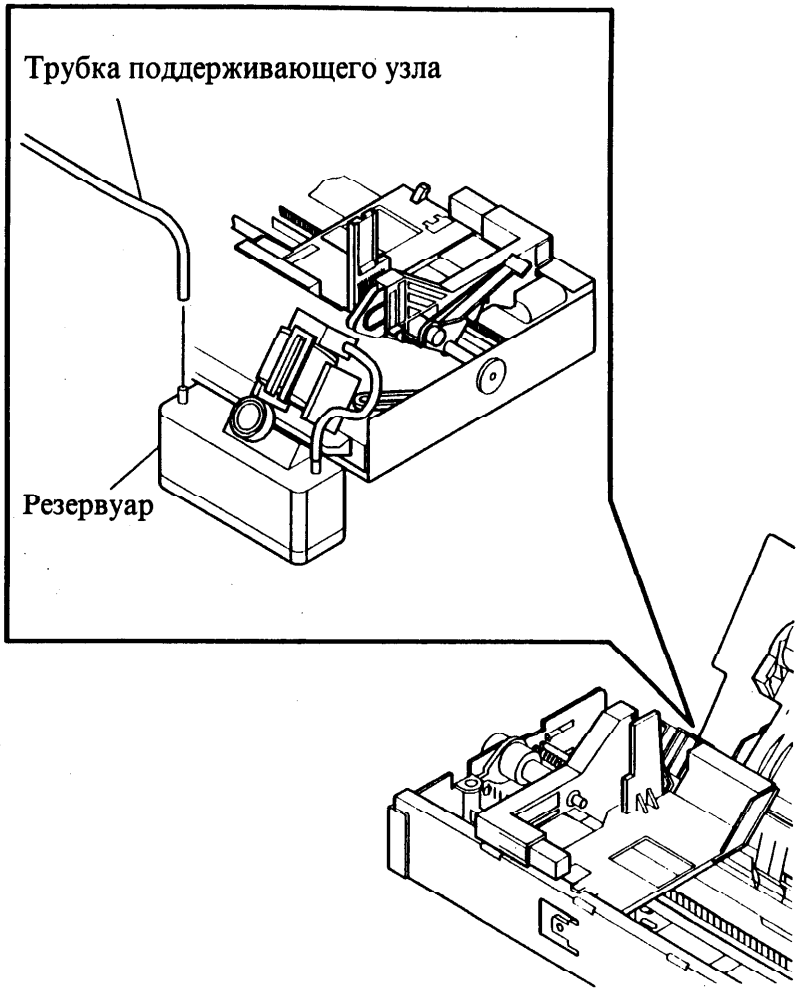

Рисунок 1 Отсоединение трубки поддерживающего узла от резервуара
3. Отсоедините от резервуара трубку поддерживающего узла (рис. 1).